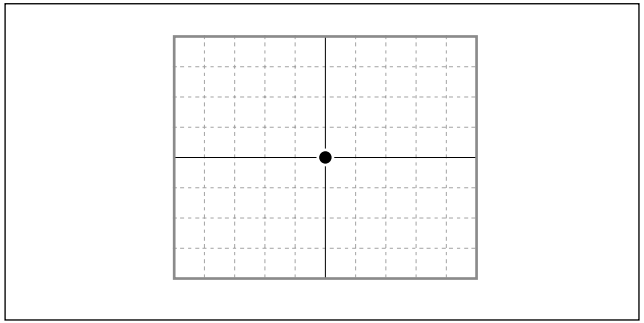

Abb. 4-3
③ Den Schalter TIME/DIV am Oszilloskop auf den Modus X-Y einstellen.
④ Die Deviationsempfindlichkeit (VOLTS/DIV) von CH1 und CH2 am Oszilloskop auf 500 mV/Teil. einstellen.
⑤ Die Eingangskopplungsschalter von CH1 und CH2 am Oszilloskop auf DC stellen.
⑥ Stellen Sie den Offset von CH1 und CH2 des Oszilloskops auf 1,3 V ein. (Abb. 4-3)